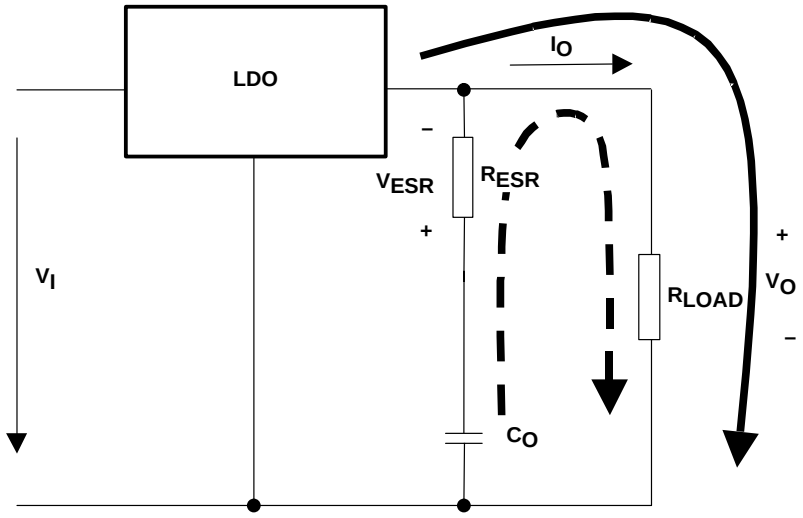
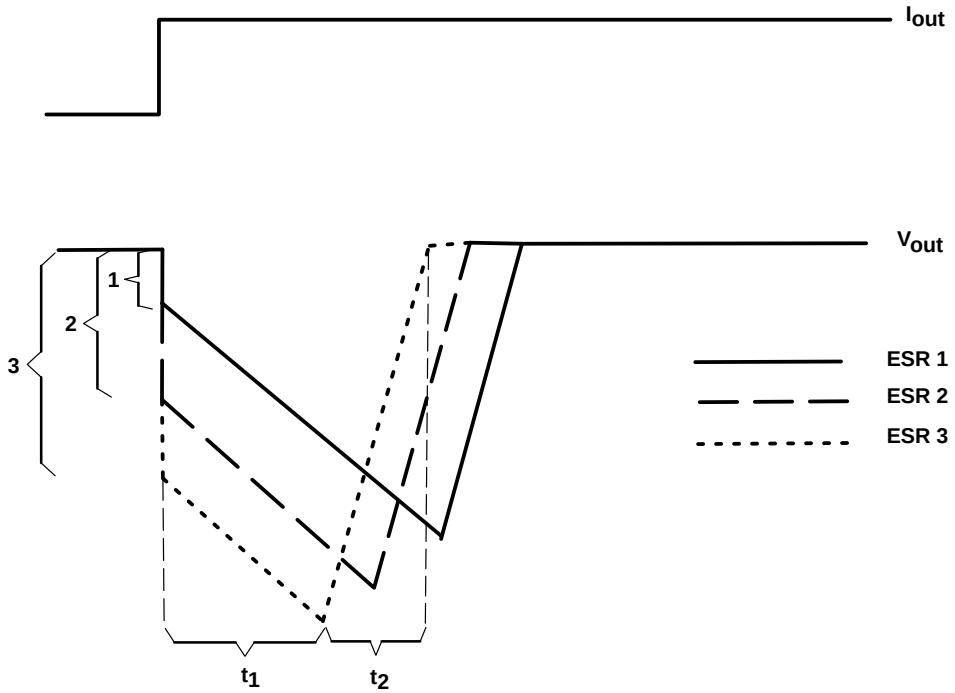

Figure 22. LDO Output Stage With Parasitic Resistances ESR and ESL
Figure 23. Correlation of Different ESRs and Their Influence to the Regulation of V_{out} at a Load Step From Low-to-High Output Current
Figure 22 shows the output capacitor and its parasitic impedances in a typical LDO output stage.
- The LDO is not able to supply the sudden current need due to its response time (t_1 in Figure 23). Therefore, capacitor C_{out} provides the current for the new load condition (dashed arrow). C_{out} now acts like a battery with an internal resistance, ESR. Depending on the current demand at the output, a voltage drop will occur at R_{ESR}. This voltage is shown as V_{ESR} in Figure 22.
- When C_{out} is conducting current to the load, initial voltage at the load will be $V_{out} = V_{Cout} – V_{ESR}$. Due to the discharge of C_{out}, the output voltage V_{out} will drop continuously until the response time t_1 of the LDO is reached and the LDO will resume supplying the load. From this point, the output voltage starts rising again until it reaches the regulated voltage. This period is shown as t_2 in Figure 23.